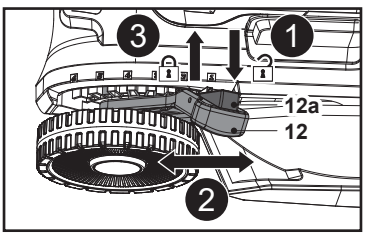

**Fig. 11**
1. Ține apăsat butonul de blocare (12a) (fig. 11, pasul 1).
2. Mișcă maneta (12) înainte sau înapoi pentru a regla înălțimea de tăiere (fig. 11, pasul 2).
3. Eliberează butonul de blocare (12a) și asigură-te că maneta (12) intră corect în fantă (fig. 11, pasul 3).